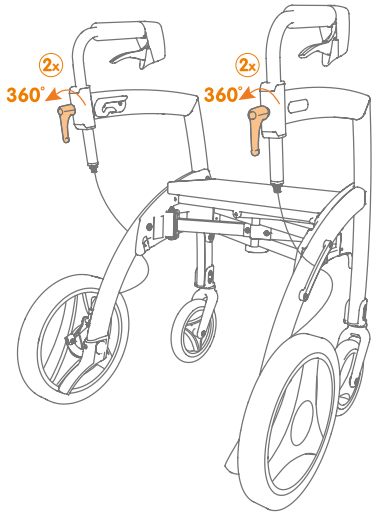

Figuur 13: Verstelgrepen losdraaien.
a. Draai de verstelgrepen van de handgrepen los tegen de klok in **(Figuur 13 en 14)**.